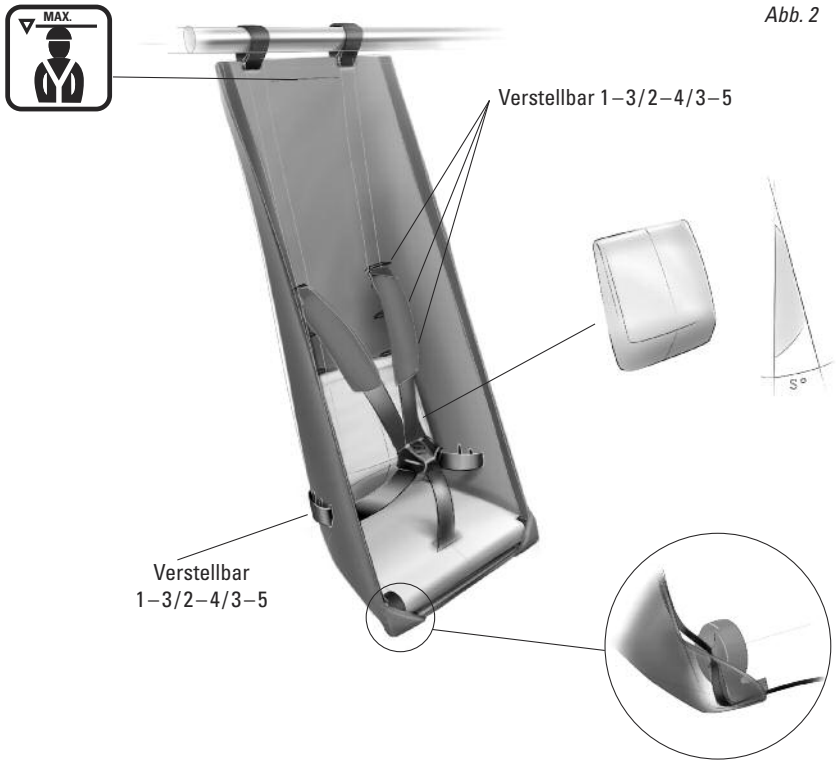

Abb. 2
- Um den Überrollschutz zu gewährleisten, müssen im Anhänger mitgeführte Kinder genügend Kopffreiheit haben (Empfehlung: mindestens 5 cm). Die Kinder dürfen mit Schutzhelm nicht über die Markierung im Anhänger ragen (Abb. 2).
5 Abschliessend befestigen Sie die Sitzgurten oben (Abb. Detail) um den Sicherheitsbügel und zurren Sie diese fest. Achten Sie darauf, dass die Gurten fest angezogen sind. Beachten Sie, dass die Einstellung der Fünfpunktgurte auf das Alter des Kindes abgestimmt ist (Abb. 2, Seite 7)